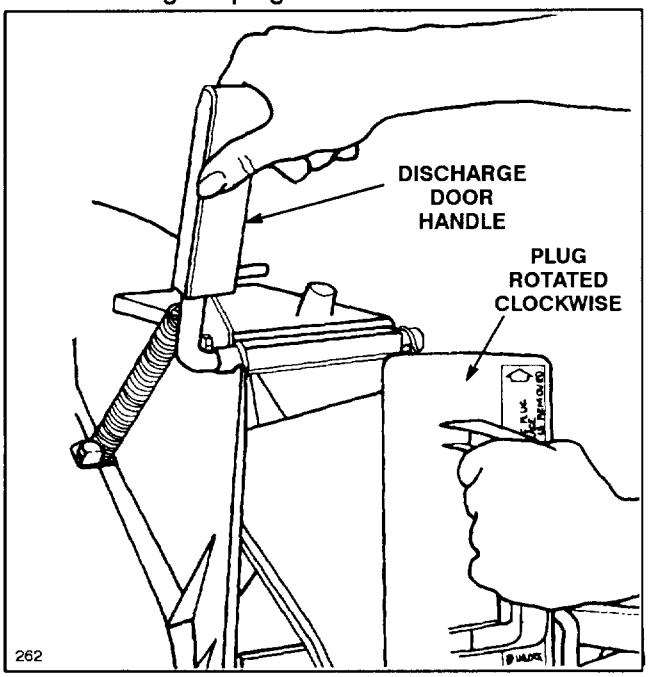

**Figure 13**
1. Make sure engine is off. Open the discharge door by pulling forward on the handle and moving it rearwards (Fig. 13). Hold the discharge door handle to prevent the spring–loaded door from closing while inserting the plug.
2. Since the plug is slightly wider than the discharge tunnel opening, you must rotate the plug clockwise slightly while inserting it (Fig. 13). Make sure the arrow on the plug decal is pointing upwards.